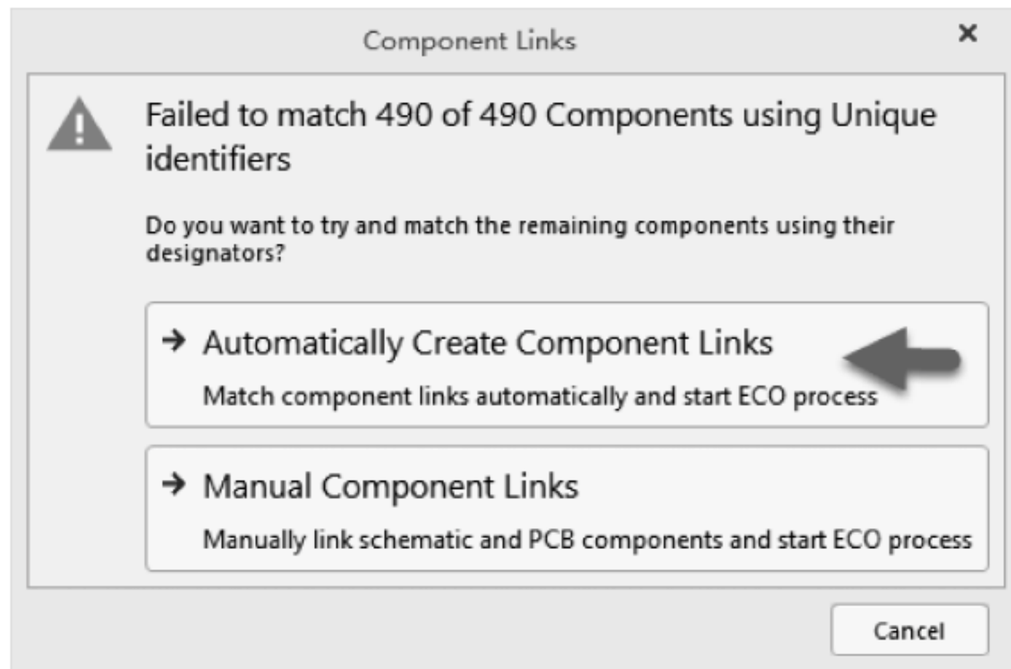
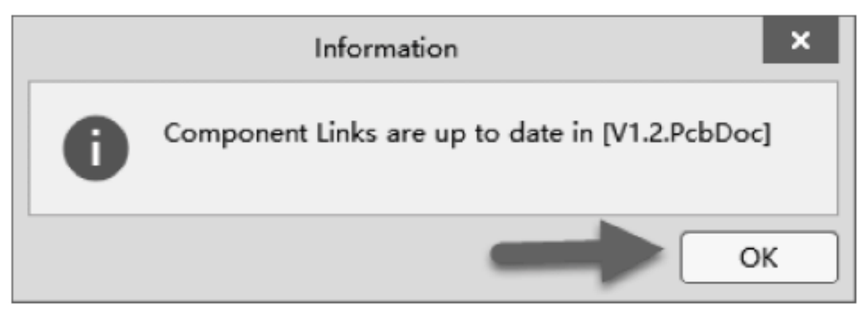

图 1-81　Component Links 对话框
图 1-82　Information 对话框
(4) 单击“确定”按钮，在弹出的 Component Links 对话框中，选择 Automatically Create Component Links 选项，如图 1-81 所示。在随后出现的 Information 对话框中单击 OK 按钮，如图 1-82 所示。
(5) 然后，就能得到网络比对的结果，在“比对结果”对话框中任意区域右击，从弹出